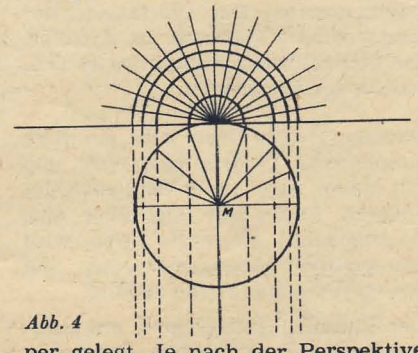

Abb. 4
c) **Die orthographische Projektion** ist von geringerer Bedeutung, da sie wesentliche Verzerrungen mit sich bringt (Abbildung 4).